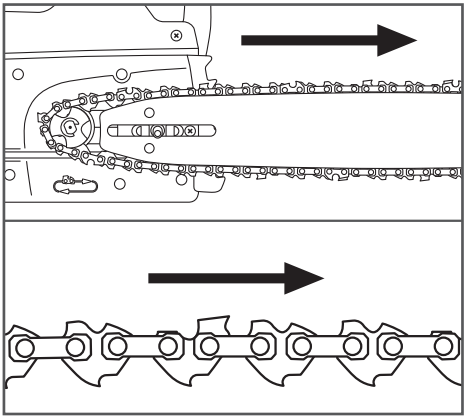

Рис. 5 Установка цепи
5. Установите ведущие звенья пильной цепи в пазы звездочки и направляющей шины. При установке цепи следите за тем, чтобы режущая кромка зуба была расположена вперед по ходу движения цепи, т.е. по часовой стрелке (Рис. 5).